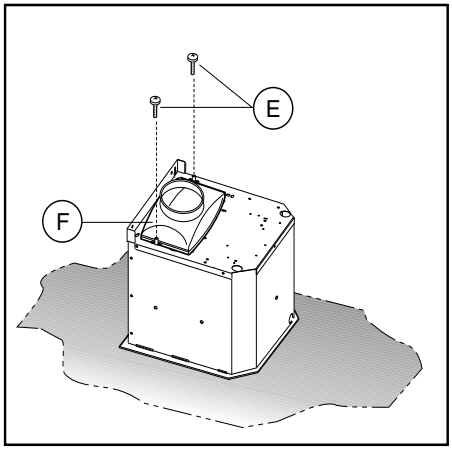

Fig.9
- Montèr pakningen **F** på den øverste del af emhættens udsugende del ved hjælp af de 2 skruer **E** (Fig. 9).